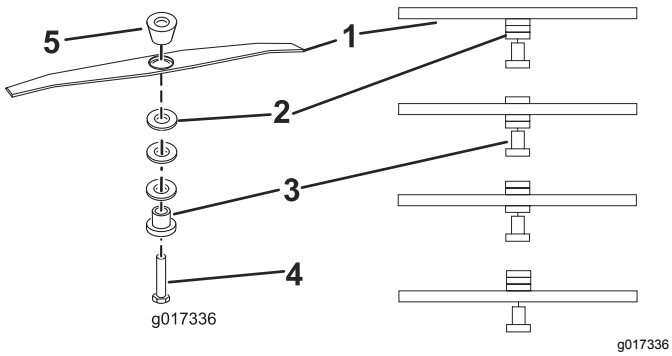

图13
5. 将垫片重新调整至所需的高度、重新安装刀片卡环和垫片 (图13,)、并将螺栓扭紧至 25N·m。